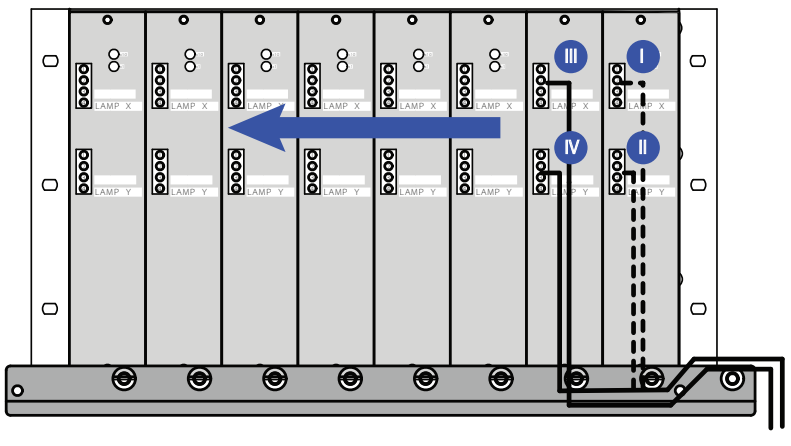

Figure 6 All Other Lamp Driver Racks
3. **For cable routing purposes only** (Figure 6)**. Refer to the provided electrical drawings for Lamp Cable to Lamp Driver wiring:**
- For Lamp Driver Racks in the middle or top position, route and land cables beginning on the right side of the Lamp Driver Rack. Install the first lamp cable in the upper most position (i.e. I). Install the next Lamp Cable into the (II) position, and so on. Move right to left until complete.